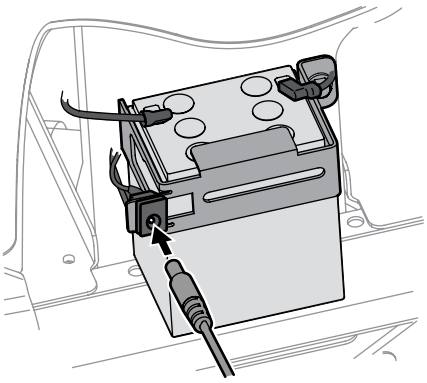

Figure 4-13
a. A separately available charging unit is available for this tractor. Instructions for using this feature will accompany the battery charging accessory. The charging unit will plug in right next to the battery as shown in Figure 4-13. To order the battery charger, see the Parts/ Warranty supplement sheet.